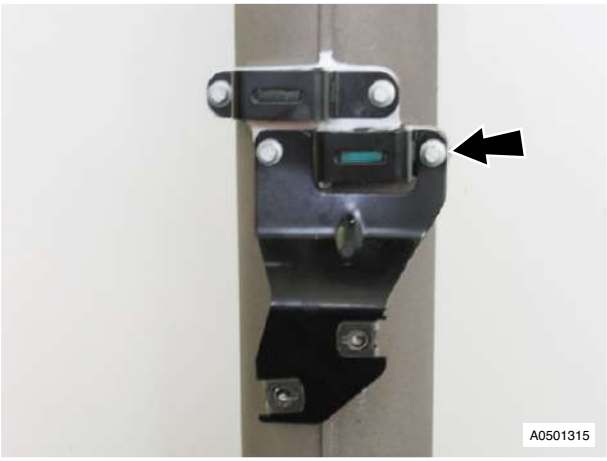

Fig. 1
22. Remove exhaust mountings (bolts x4) (see Fig. 1).